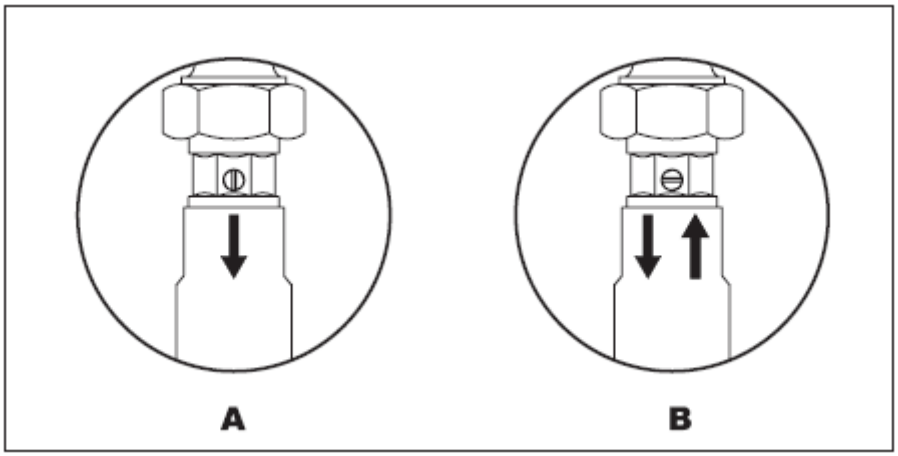

Рис. 20 – Заслонки
- Для слива воды из системы отопления использовать кран **275** на Рис. 25, предварительно разблокировав заслонки двух возвратных клапанов **276** на Рис. 25 (см. также Рис. 20). Предварительно открыв приток воздуха в систему ч/з ручной воздухоотводчик или радиаторный кран.